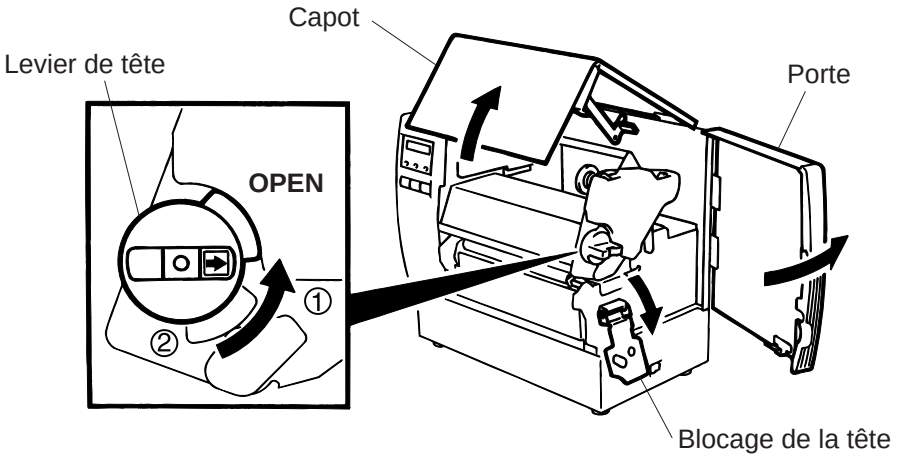

Fig. 7-1
9. Positionnez le levier de téte sur la position correcte, en fonction du média utilisé. (Reportez-vous á la Fig. 7-1)
①: Etiquettes ou papier fin
②: Papier épais